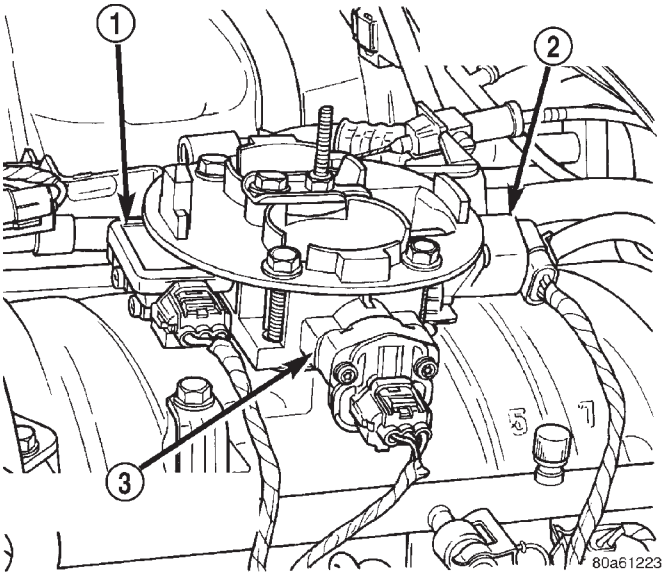
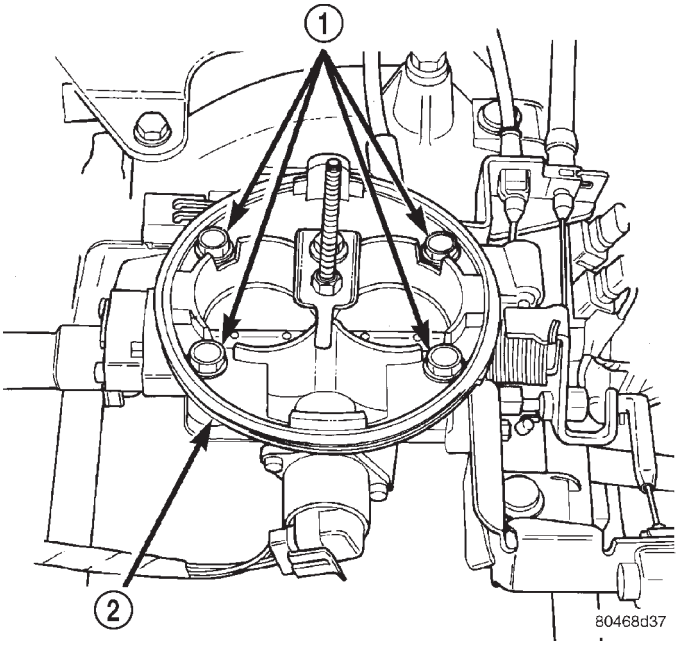

Fig. 40 Sensor Electrical Connectors—5.9L Engines—Typical
Fig. 41 Throttle Body
(1) Remove the air cleaner.
(2) Disconnect throttle body electrical connectors at MAP sensor, IAC motor and TPS (Fig. 40).
(3) Remove vacuum line at throttle body.
(4) Remove all control cables from throttle body (lever) arm. Refer to the Accelerator Pedal and Throttle Cable section of this group for additional information.
(5) Remove four throttle body mounting bolts (Fig. 41).
(6) Remove throttle body from intake manifold.
(7) Discard old throttle body-to-intake manifold gasket.